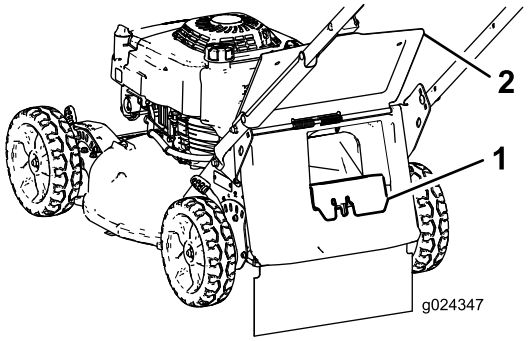

Figure 15
- Si l'obturateur d'éjecteur arrière n'est pas en place, saisissez-le par la poignée, soulevez le volet arrière, et insérez-le dans la goulotte arrière jusqu'à ce que le verrou s'enclenche; voir Figure 15.
3. Retirez l'obturateur d'éjection arrière en appuyant sur le verrou avec le pouce et en tirant l'obturateur hors de la machine (Figure 15).